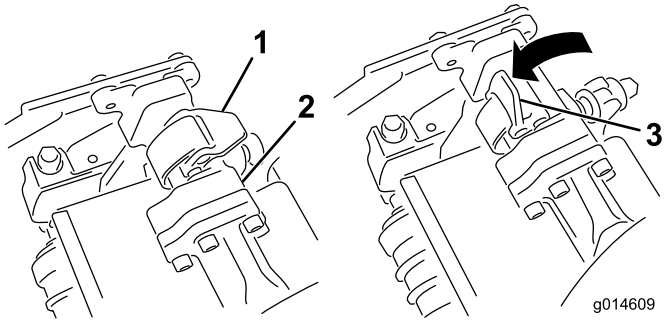
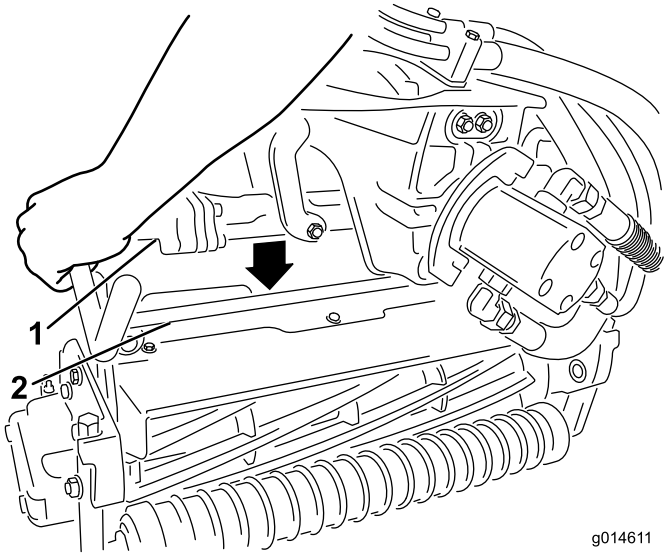

**Figur 12**
**Figur 13**
9. Låt spärrarna på upphängningsarmstången peka uppåt (dvs. de ska vara öppna) (Figur 12) och tryck upphängningsarmen nedåt så att stången passar över stången över ovansidan av klippenheten (Figur 13).
10. Fäll spärrarna nedåt och runt klippenhetsstången och lås dem på plats (Figur 12).